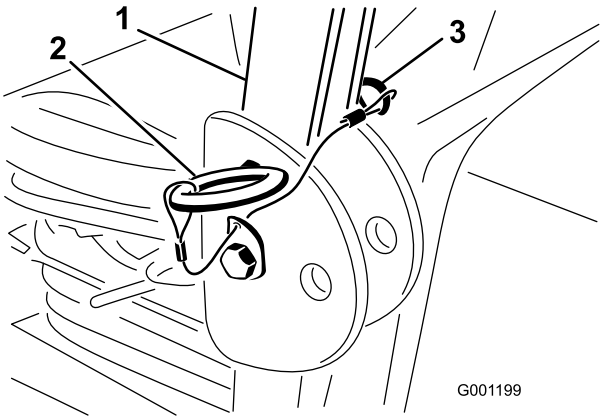

Figur 30
1. Fäll ner vältskyddet genom att lossa hårnålssprintarna och ta bort de två tapparna (Figur 30).
3. Montera de två tapparna och säkra dem med hårnålssprintarna (Figur 30).
4. Fäll upp vältskyddet genom att lossa hårnålssprintarna och ta bort de två tapparna (Figur 30).
5. Fäll upp vältskyddet till upprätt läge, montera de två tapparna och fäst dem med hårnålssprintarna (Figur 30).